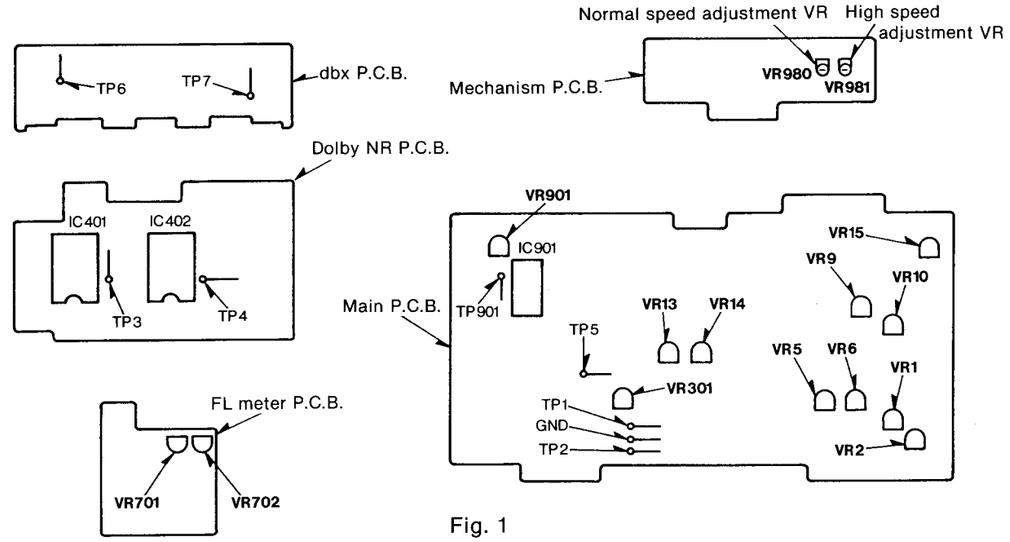

Fig. 1
• The serial number plate of this product to attached to the back chassis (shown in fig. 1).